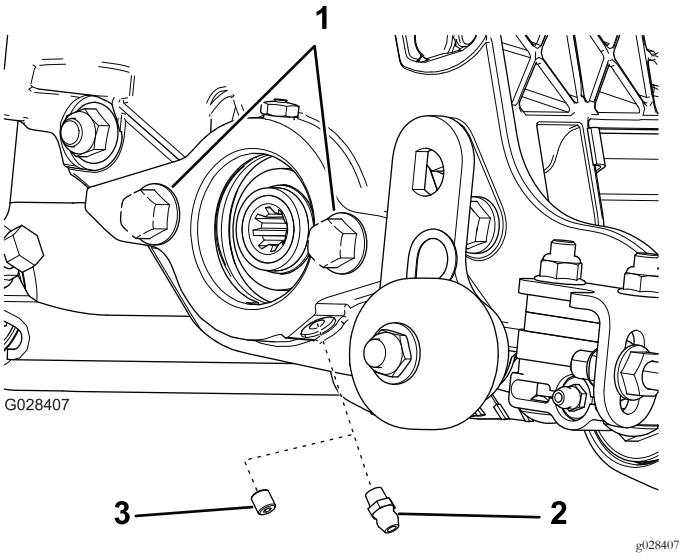

Figure 6
1. Remove and discard the setscrew on the reel-motor side plate (Figure 6).
2. Install the straight grease fitting (Figure 6).
4. If there are no bolts on the reel-motor side plate, install them (Figure 6).